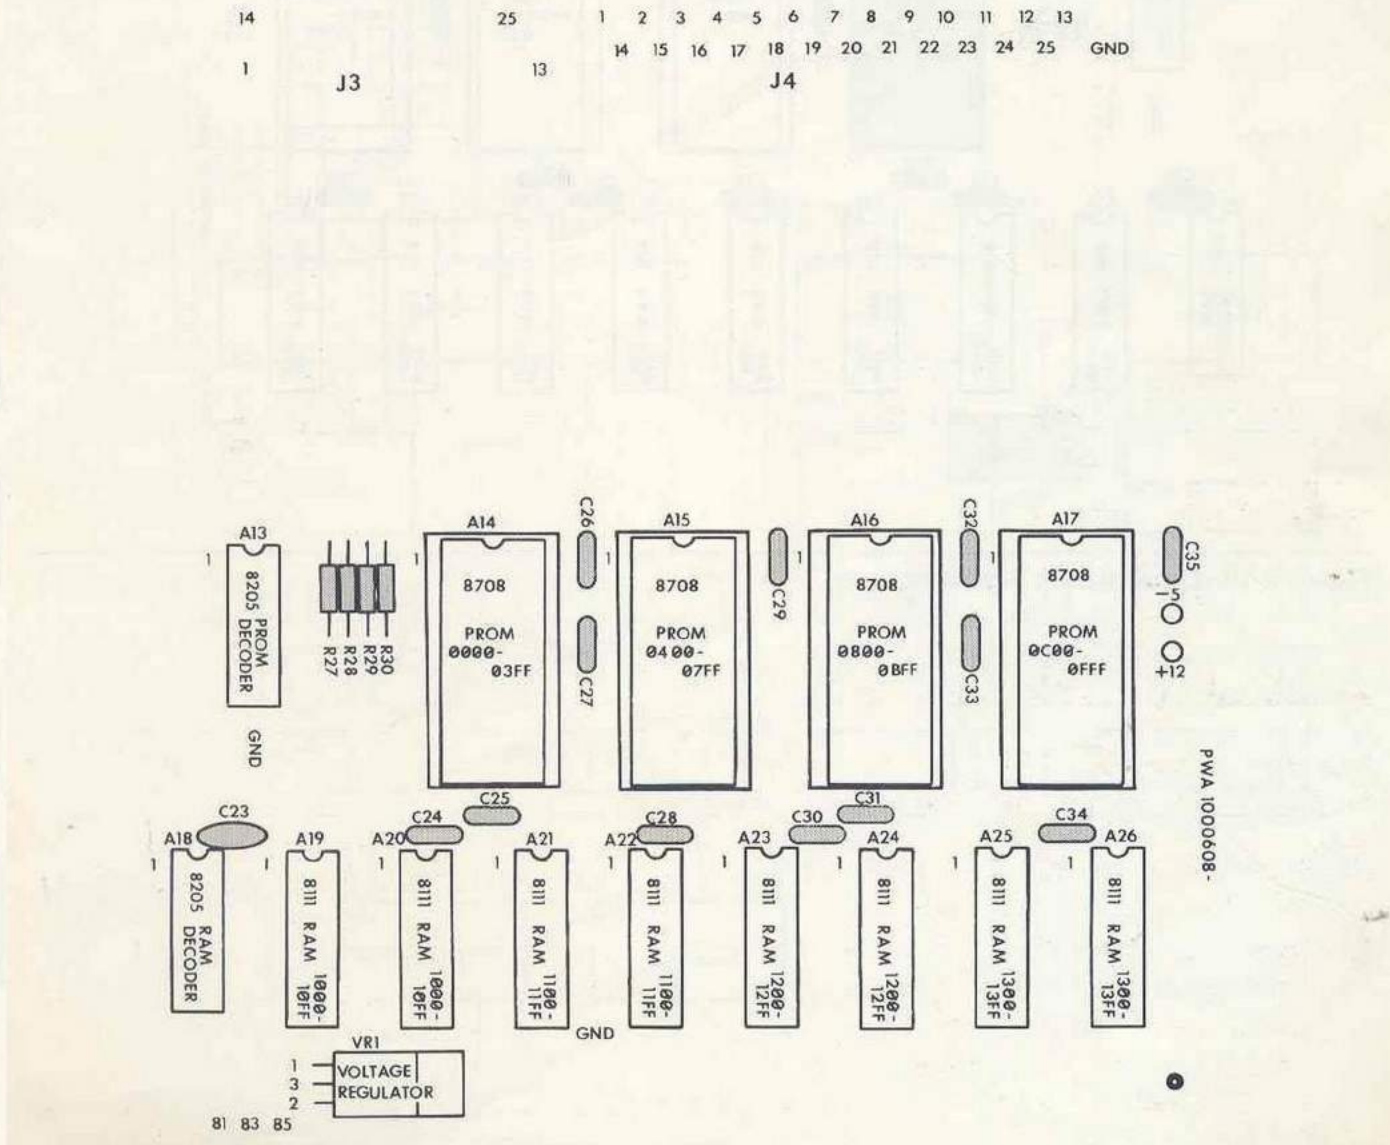

Figure 2-10. Construction Figure #8.
- ☐ Solder capacitors C24-C35 in place. All of these capacitors are 0.1 uf, 50V mono. Figure 2-10 shows the progress made in the last three steps.